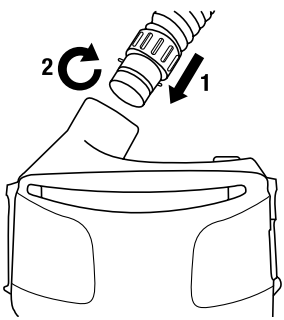

Fig. 8 Instalação da Traqueia
1. Insira a extremidade da traqueia com o encaixe da baioneta (dois pinos pequenos) nas fendas paralelas na saída de ar do motorizado (Fig. 8).